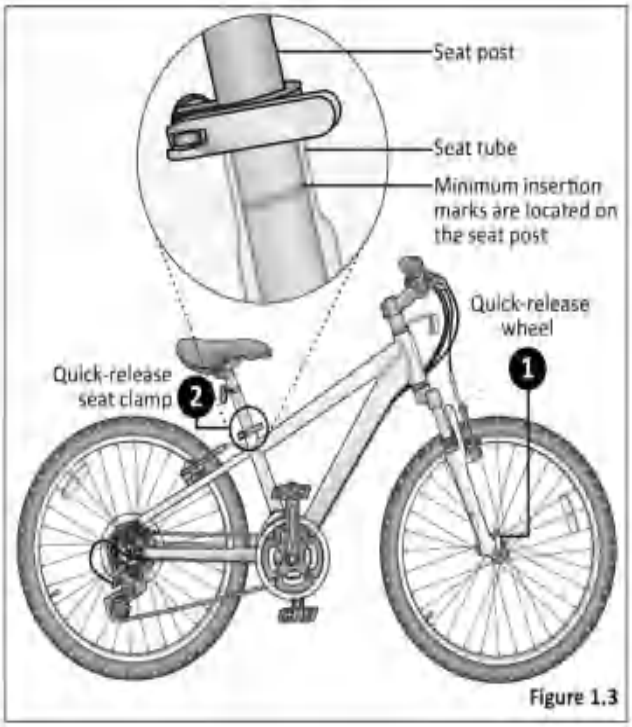

Figure 1.3
❶ Some bicycles will come equipped with quick-release levers for the front wheel. The wheels must be securely locked. Ensure the wheel quick-release lever is firmly locked in place. **Figure 1.3**